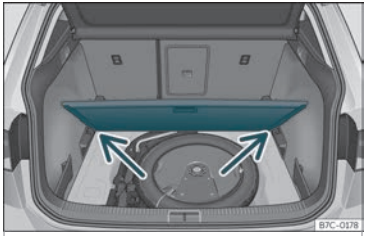

Fig. 110 Piso variable do maleteiro:posición inclinada.
- Apoie o piso sobre os aloxamentos previstos para tal uso ››› **fig. 110** (frechas).